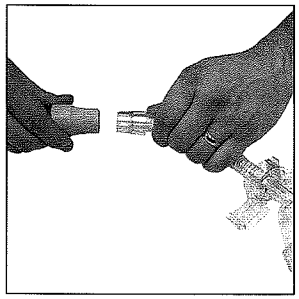

Figure 4
Insert the 15mm diameter tubing into the small loop on the top of the headgear and secure with the Velcro strap. Connect the 22mm diameter air tubing from the continuous positive airway pressure (CPAP) device to the swivel adapter (7) as shown in **Figure 4**. Turn the CPAP unit on and verify airflow through the mask.